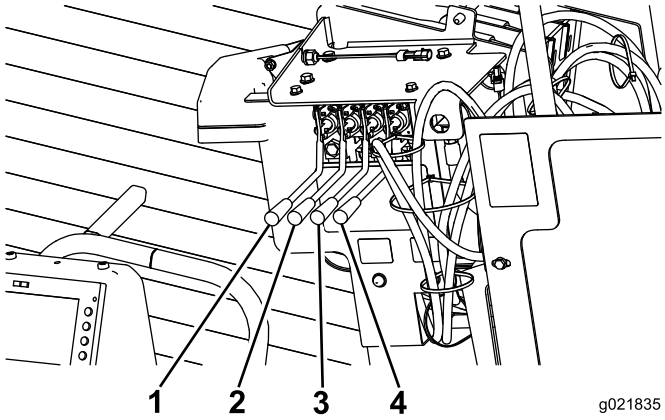

Rysunek 44
6. Wcisnąć 2 dźwignie prawych kotew, aby opuścić i wwiercić prawy świder aż do pełnego osadzenia (Rysunek 44).